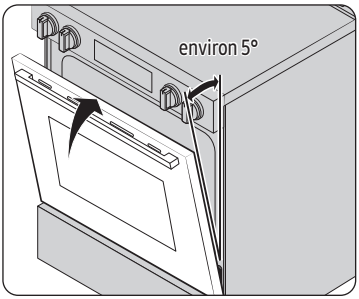

Fig.1
4. Fermez la porte en position de retrait, à un angle d'environ 5 degrés de la verticale (fig.1).